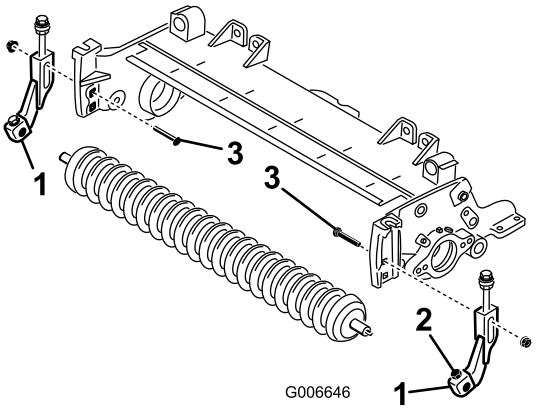

Figura 20
18. Centre el rodillo entre los soportes y sujételo a los soportes con los tornillos de caperuza y las contratuercas (Figura 20).